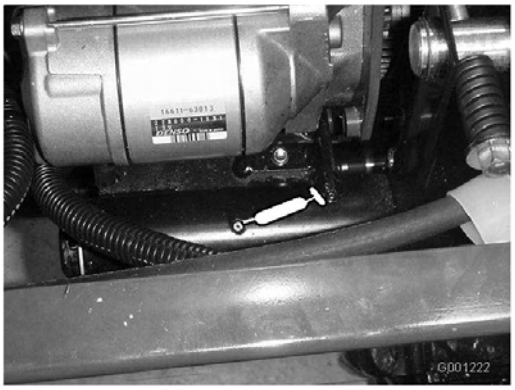

Figure 39
- Pivot de tension de PDF (Figure 39)
- Roulement arrière de PDF (Figure 39)